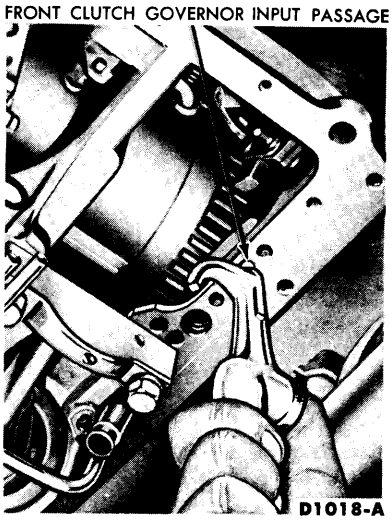

FIG. 2—Typical Front Clutch Air Check
2. Disconnect the downshift rod at the accelerator downshift lever (Fig. 2, Part 5-2), and firmly push the rod all the way down.